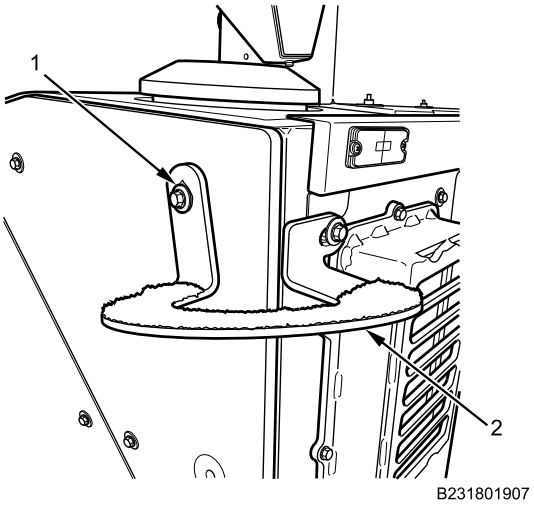

Figure 6. Upper Ladder Step.
5. Apply corrosion preventive compound on two bolts (Figure 6, Item 1).
6. Install upper ladder step (Figure 6, Item 2) with two bolts (Figure 6, Item 1) and washers.